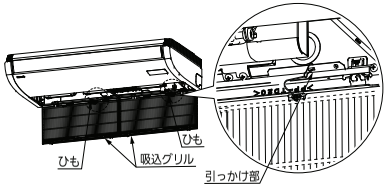

図29
- 吸込グリルを取り付けるときは、図29の右図のように吸込グリルのひもを室内ユニット引っかけ部に引っかけてください。